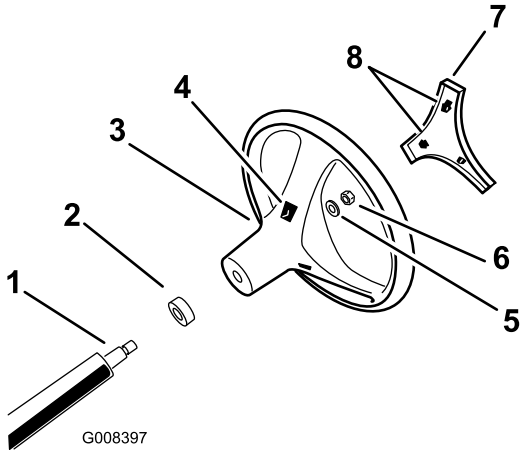

Figuur 3
4. Bevestig het stuurwiel aan de as met behulp van de borgmoer en draai deze vast met een torsie van 24-29 Nm, zoals getoond in Figuur 3.
5. Lijn de lipjes in het kapje uit met de gleuven in het stuurwiel, en klik het kapje op de naaf van het stuurwiel (Figuur 3).